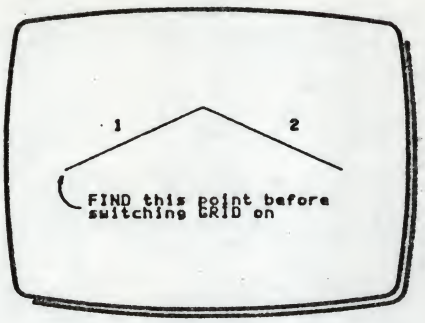

Fig 1
2 Draw two lines, as (1) and (2) in Fig 1.